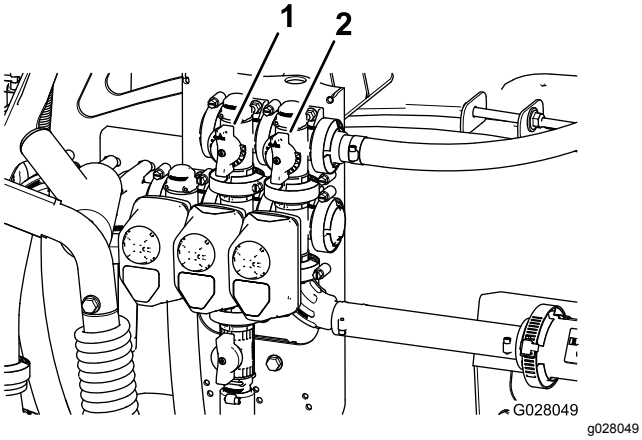

Figuur 20
11. Stel de mengomloopklep (Figuur 20) achteraan de mengklep in tot de drukmeter 6,9 bar aangeeft.
9. Stel de omloophendel van de spuitboomhoofd-schakelaar af om te bepalen in welke mate de inhoud van de tank gemengd wordt (Figuur 20).